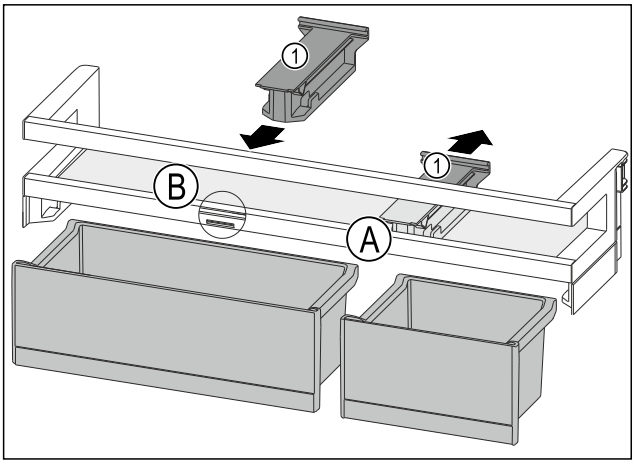

Fig. 101
- ▶ Noņemiet atbalsta daļu *Fig. 101 (1)* pozīcijā *Fig. 101 (A)* uz aizmuguri.
- ▶ Ievietojiet atbalsta daļu *Fig. 101 (1)* pozīcijā *Fig. 101 (B)*.